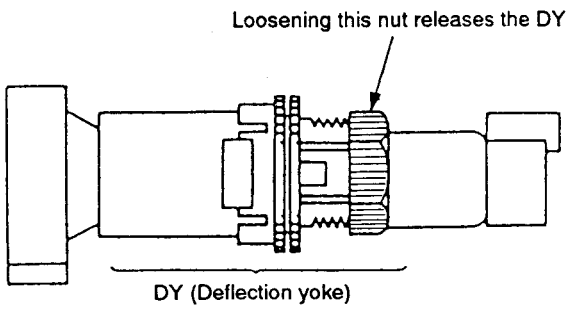

Fig. 7-49.
2) Loosen the DY (deflection yoke) tightening nut. (See Fig. 7-49.)